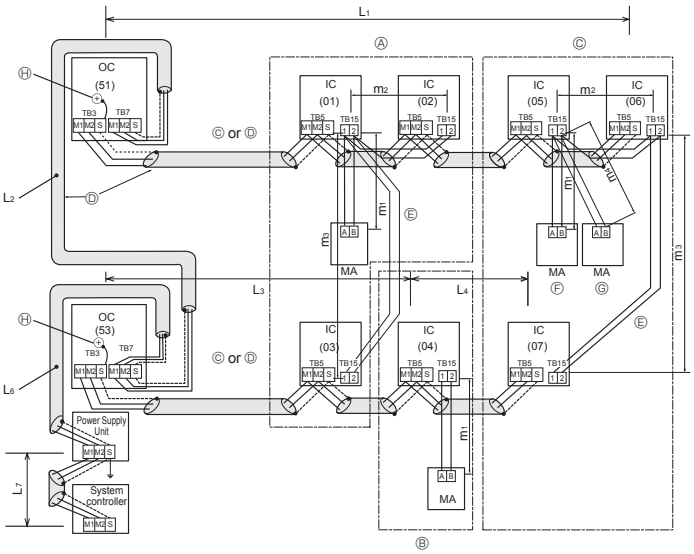

Fig. 6-3
■ **MA Remote Controller (Fig. 6-3)**